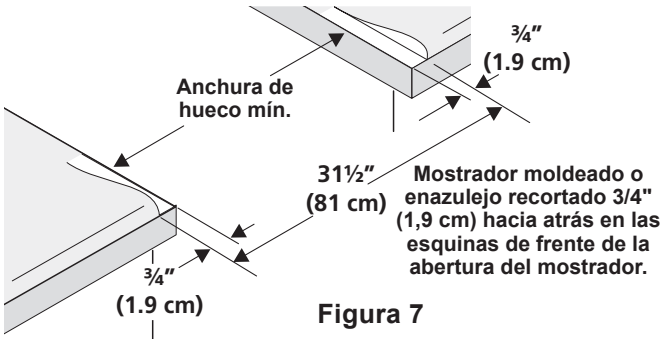

Figura 7
- **El reborde de frente de mostradores moldeados** deben tener bordes moldeados a 3/4" (1,9 cm) a partir de cada extremidad de la apertura (Figura 7).
- **Los mostradores enazulejos** deberán necesitar un recorte de 3/4" (1,9 cm) a partit de cada extremidad y/o un borde redondeado aplanado (Figura 7).